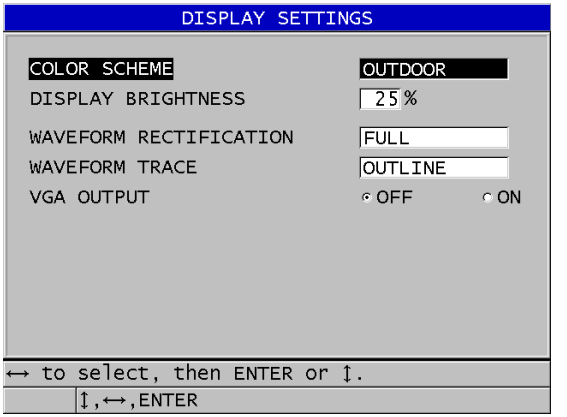

Rysunek 4-3 Ekran DISPLAY SETTINGS (Ustawienia wyświetlania)
2. Na ekranie **DISPLAY SETTINGS** (Ustawienia wyświetlania) (patrz Rysunek 4-3 na stronie 72) wybierz żądany parametr i wartość spośród następujących: